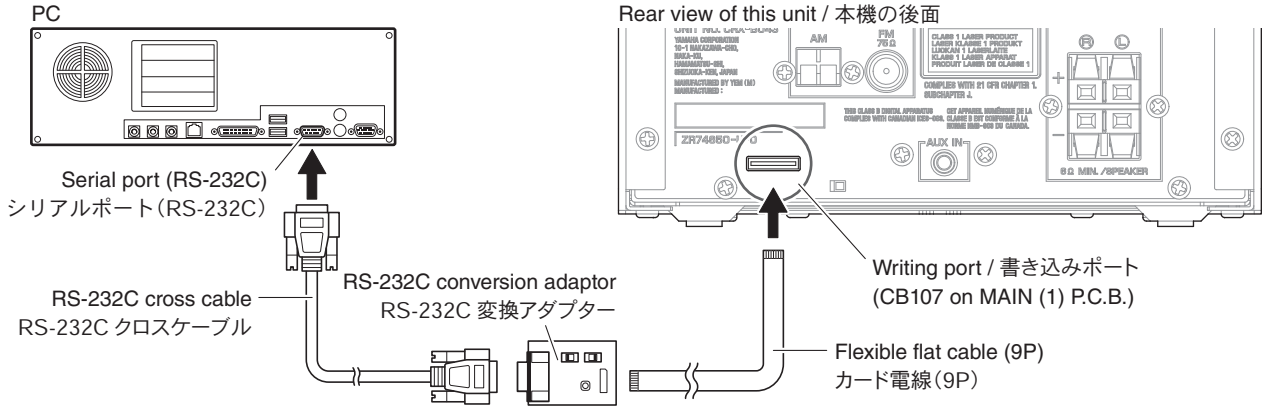

Fig. 2
- Connect the serial port (RS-232C) of the PC to the writing port (CB107 on MAIN (1) P.C.B.) of this unit as shown below. (Fig. 2)
- 本機の書き込み用ポート（MAIN（1）P.C.B. の CB107）と PC のシリアルポート（RS-232C）を下記のように接続します。(Fig. 2)